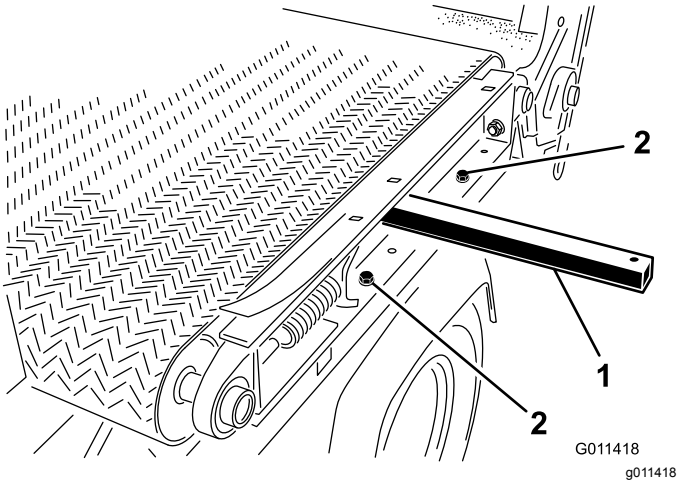

Figur 35
7. Fjern de to hodeskruene, skivene og mutterne som fester skyveplanet til rammen på venstre side av maskinen (Figur 35).
A. Sett en løftestang inn i hullet på venstre side av maskinen, og hev løftestangen for å vippe skyveplanet (Figur 35).